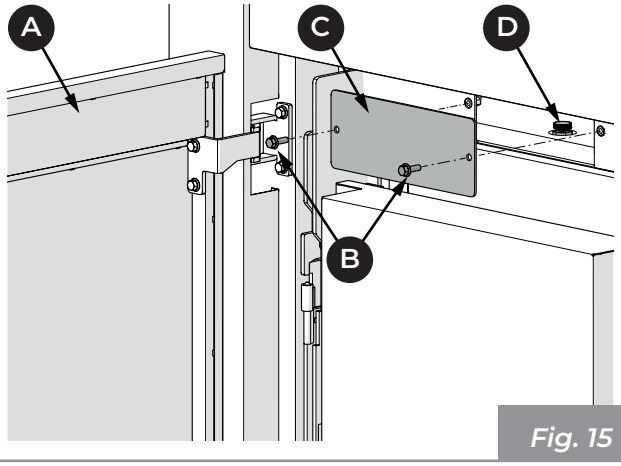

Fig. 15
- ouvrir la porte (**A**), dévisser les deux vis (**B**) et retirer le couvercle (**C**) pour accéder à la vanne d'évent (**D**), dans le cas où il faille éliminer l'air présent dans la chaudière lors de la phase de chargement de l'installation (**Fig. 15**).